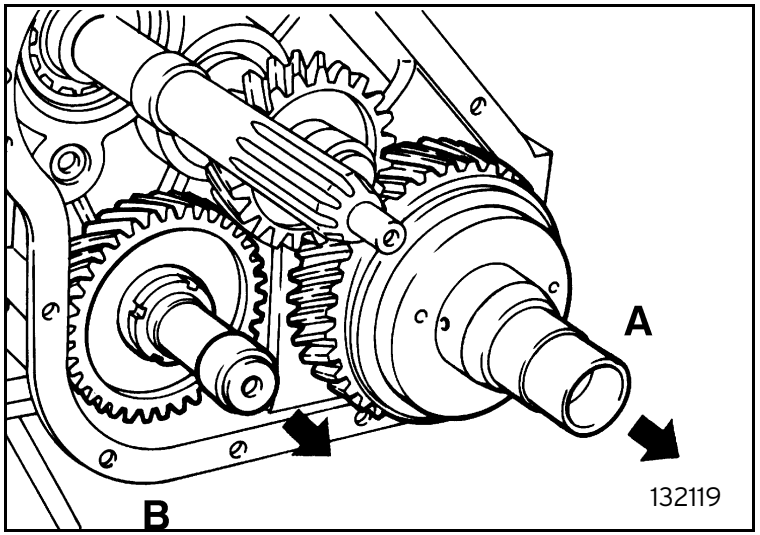

Fig. 19
- remove the final drive transmission with the viscous joint (A) and front driving shaft (B) (figure 19);